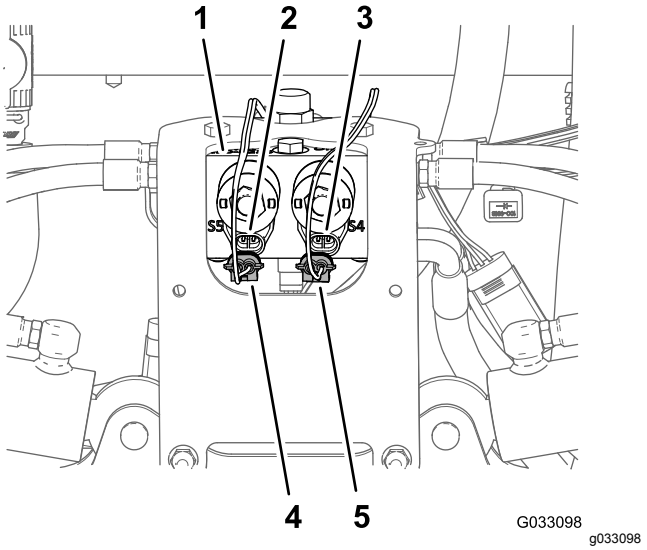

Figur 31
1. Koble fra kontakten med to pinner til ledningssatsen for den soniske bommen, fra kontakten med to pinner på aktiveringssolenoiden for høyre sylinder på løftesylindermanifolden (Figur 31).
2. Koble fra kontakten med to pinner til ledningssatsen for den soniske bommen, fra kontakten med to pinner på aktiveringssolenoiden for venstre sylinder på løftesylindermanifolden (Figur 31).